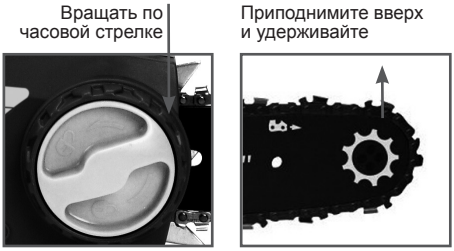

Рис. 7 Регулировка натяжения цепи
2. Приподнимите передний конец шины вверх, и, удерживая его, вращайте наружное кольцо натяжителя цепи по часовой стрелке (Рис.7).